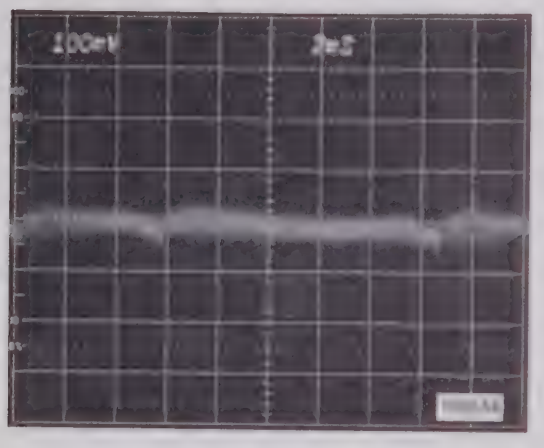

Fig. 6-9. Y symmetry and gain.
e. Check - Test Oscilloscope display for a flat baseline (Fig. 6-9).